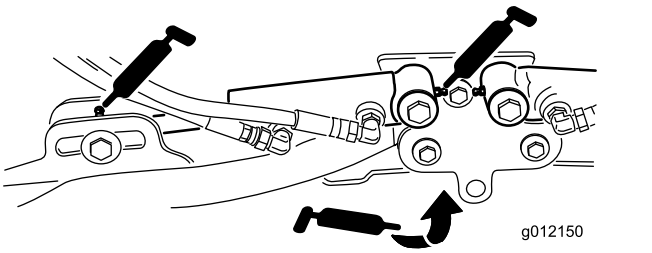

Figur 73
- Klippenheternas lyftarmscylindrar (2 var) (Figur 73)
- Lyftarmens svängtappar (1 var) (Figur 73)